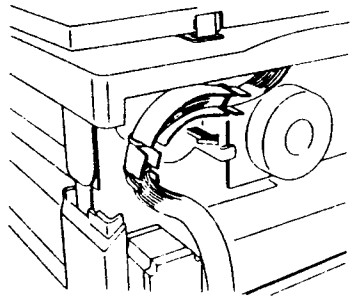

Рис. 1 NZM-0053
3. (Рис. 1): Вытяните стянутый жгут проводов.